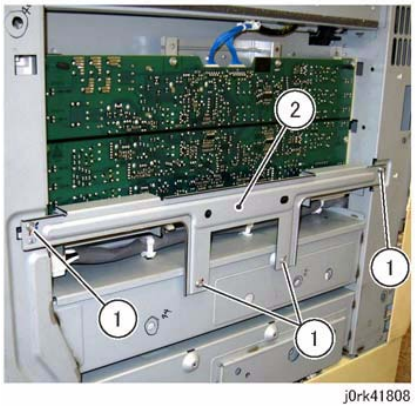

Figure 1 HVPS Tie Plate
3. Remove the Tie Plate. (Figure 1)